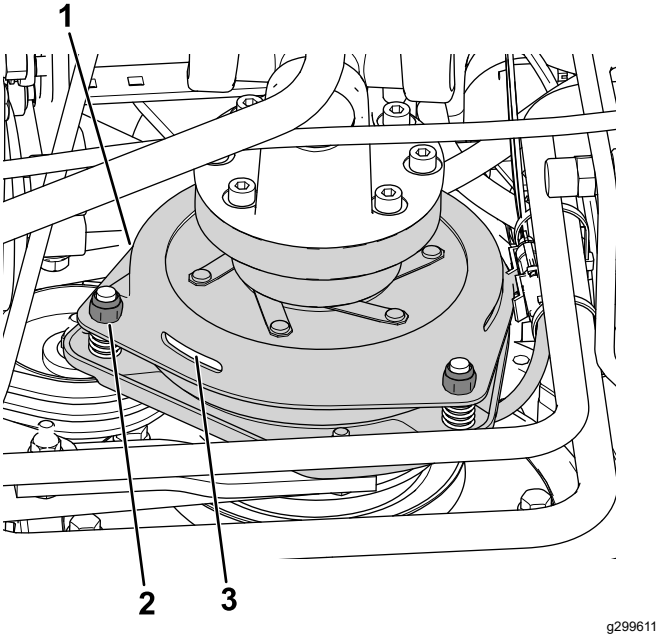

Figur 77
3. Justera luftgapet så att ett 0,3 mm bladstål kan föras in mellan kopplingskanten och friktionsplattan med lätt tryck (Figur 77).
Obs: Du kan minska gapet genom att vrida justeringsmuttrarna medsols (Figur 77). Det maximala servicegapet är 0,6 mm. Justera alla tre luftgap till 0,4 mm.